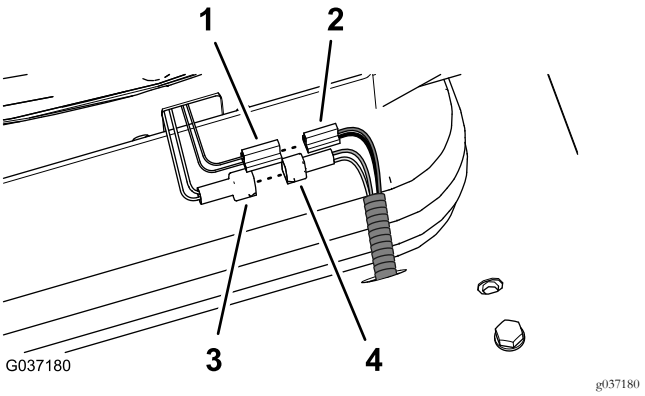

Bild 24
7. Ermitteln Sie an der Rückseite des Sitzes den 2-Stift-Stecker für den Sitzschalter (gelbes und graues Kabel) und schließen Sie ihn am 2-Buchsen-Stecker des Relaiskabelbaums (weißes und schwarzes Kabel) an, wie in Bild 24 abgebildet.
3. Stecken Sie den 2-Stift-Flachstecker für die Sitzluftfederung in den 2-Buchsen-Stecker (schwarzes und rotes Kabel) für den Kitkabelbaum (350 cm), siehe Bild 24 in Anschließen des Relais und Kabelbaums (Modell 02750) (Seite 9).